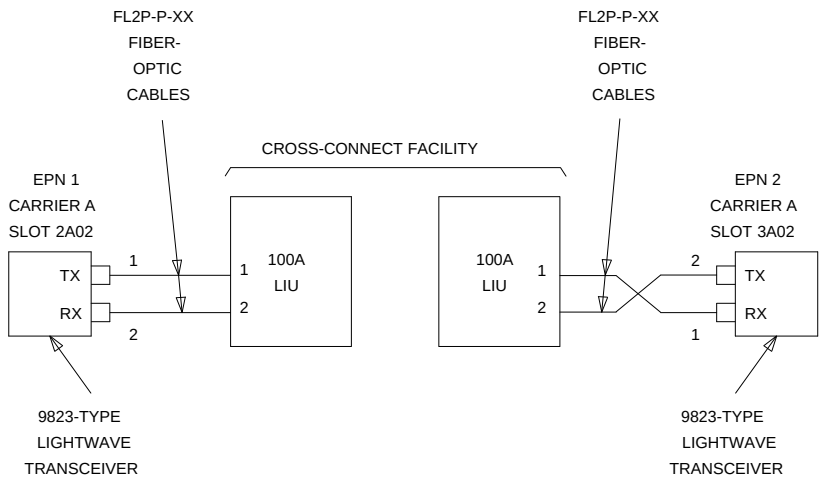

Figure 4-35. Fiber-Optic Connections EPN1 to EPN2
1. Behind port carrier C of PPN cabinet 1 (seeFigure 4-32 through Figure 4-35):